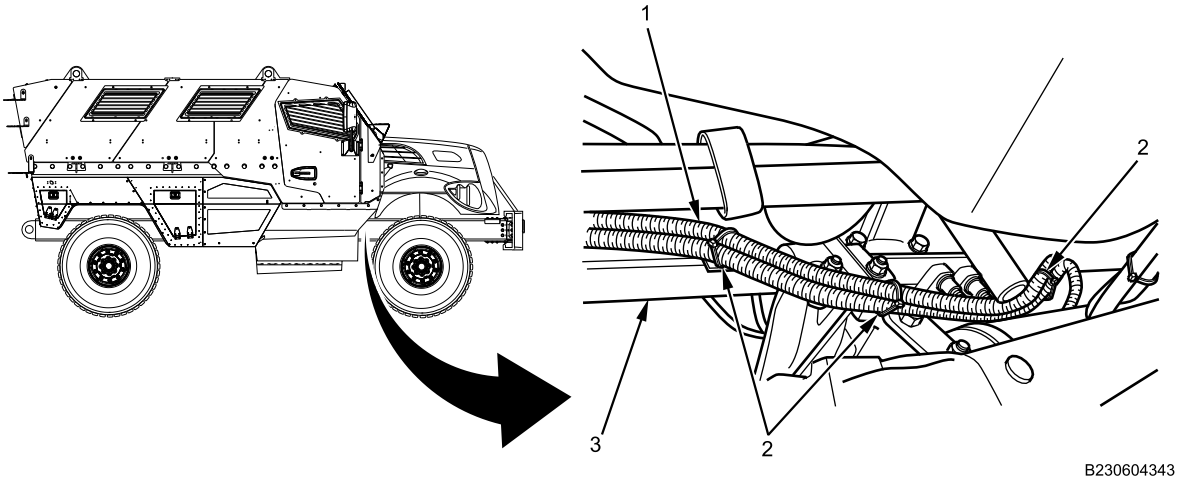

Figure 6. Winch Cables Along Right Side Frame Rail.
4. Install new cable lock straps (Figure 6, Item 2) on winch feed cable (Figure 6, Item 1) where needed along right side frame rail (Figure 6, Item 3).